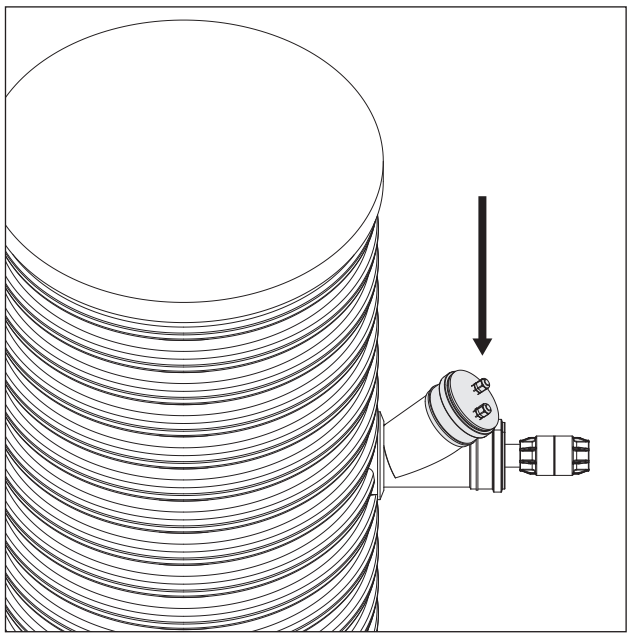

Bild 5
- Borra två 16 mm:s hål (bild 5) i pluggen 110 och montera kabelbussningarna i hålen och tryck fast pluggen i grenröret.